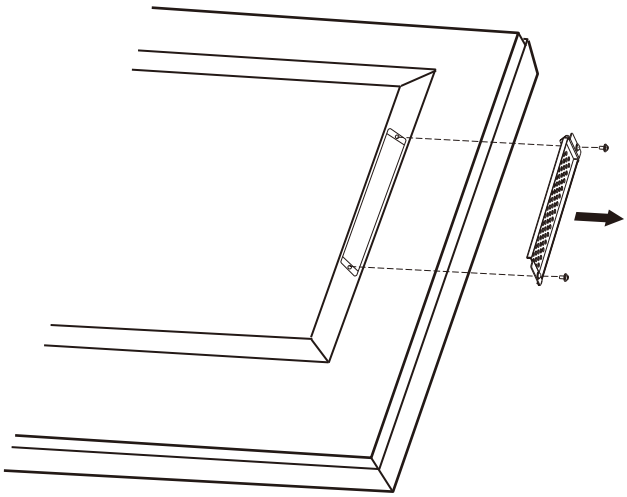

図1
2. オプションボード用スロットのネジを外し(図1)、オプションスロットカバーを取り外します。